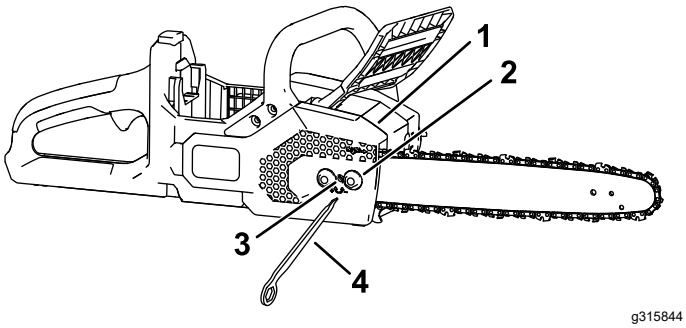

**Figur 28**
5. Løsn møtrikkerne på sidedækslet ved hjælp af det indbyggede multiværktøj, men fjern ikke dækslet (Figur 28).
7. Juster kædespændingen ved hjælp af det indbyggede multiværktøj, og fastgør derefter kædesavens sidedæksel ved at spænde møtrikkerne (Figur 28).
2. Fjern sidedækslet ved at løsne de to møtrikker, der fastgør dækslet (Figur 28).
3. Løsn kæden ved at skrue skruen til kædespænding mod uret (Figur 28).